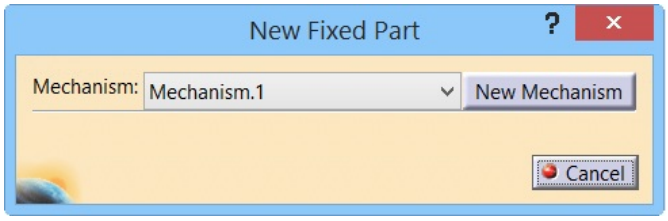

Figure 16-2 *The* ***New Fixed Part*** *dialog box*
4. To simulate a mechanism, you need to keep one part of the mechanism fixed (Stationary). To fix a part, choose the **Fixed Part** tool from the **DMU Kinematics** toolbar available in this workbench; the **New Fixed Part** dialog box will be displayed, as shown in Figure 16-2. Also, you will be prompted to select the part that you want to keep fixed. Select the part in the drawing area; the selected part will become fixed. Now, all other parts in the **DMU**